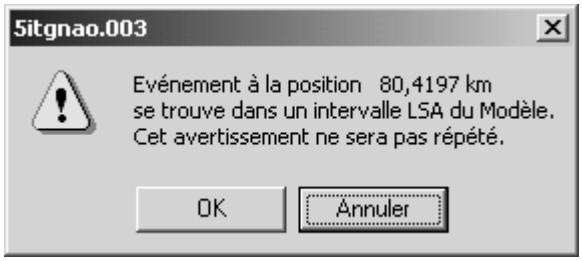

Figure 11-5: Boîte de dialogue Mise en garde
5. Cliquer sur le bouton OK pour appliquer le modèle d'épissure *sans enregistrer les traces*. La mise en garde de la Figure 11-5 peut apparaître à ce stade pour indiquer que l'événement à 80,4197 sur la trace 5ITGNAO.003 chevauche un curseur LSA de modèle.